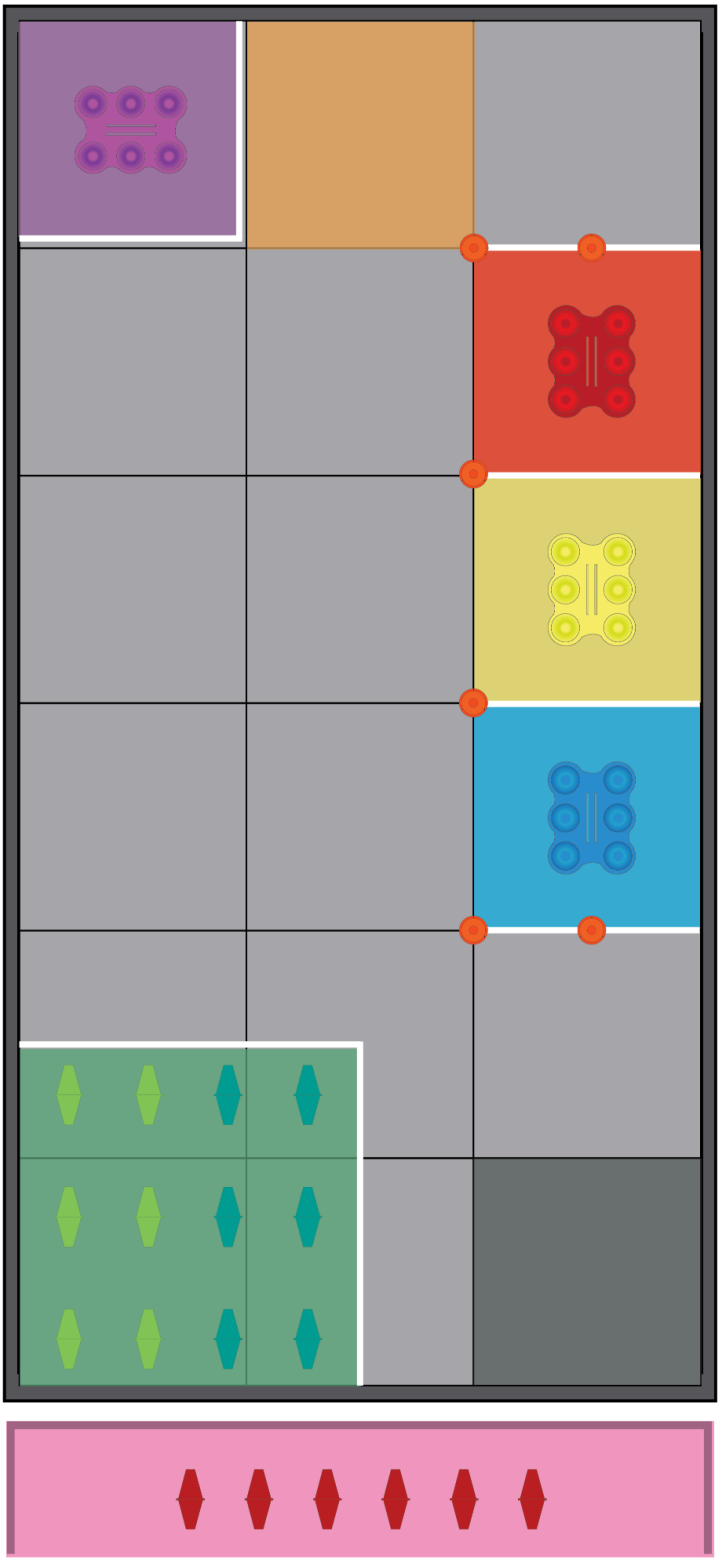

Figure 1.4.2: Highlighted locations and zones
- **Charging Zone** - A section of the field where the robot begins and ends the match; the charging zone consists of the center field tile on the end opposite the driver box (the charging zone is highlighted in orange in figure 1.4.2)
- **Driver Box** - An area near the field where the drive team must stand during a match (the driver box is highlighted in pink in figure 1.4.2)
- **Loading Zone** - A section of the field where teams can add red cones during the driver controlled segment of the match; the loading zone consists of the corner field tile adjacent to the driver box and opposite the receiving zone (the loading zone is highlighted in dark gray in figure 1.4.2)
- **Receiving Zone** - A section of the field where yellow and blue cones are pre-placed for retrieval by robots during the driving phase of a match (the receiving zone is highlighted in green in figure 1.4.2)
- **Shipping Zone** - A section of the field that contains the shipping container used during the autonomous phase of a match; the shipping zone is adjacent to the robot starting position and opposite the driver box, and is bordered by the inside of the field perimeter and the inside edges of the surrounding white tape lines (the shipping zone is highlighted in purple in figure 1.4.2)
- **Fuel Storage** - The storage zone closest to the robot starting position and farthest away from the driver box; robots place red cones into the storage container in this zone during the driving phase of a match (the fuel storage zone is highlighted in red in figure 1.4.2)
- **Supply Storage** - The center storage zone; robots place yellow cones into the storage container in this zone during the driving phase of a match (the supply storage zone is highlighted in yellow in figure 1.4.2)
- **Water Storage** - The storage zone closest to the driver box and the loader; robots place blue cones into the storage container in this zone during the driving phase of a match (the water storage zone is highlighted in blue in figure 1.4.2)
Figure 1.4.2 highlights the following defined locations and zones: